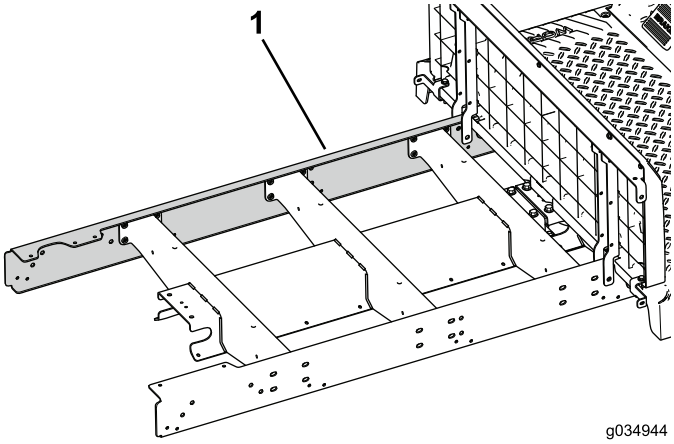

Figure 25
5. Loosely install the extension rail to the left side of the machine (Figure 25).